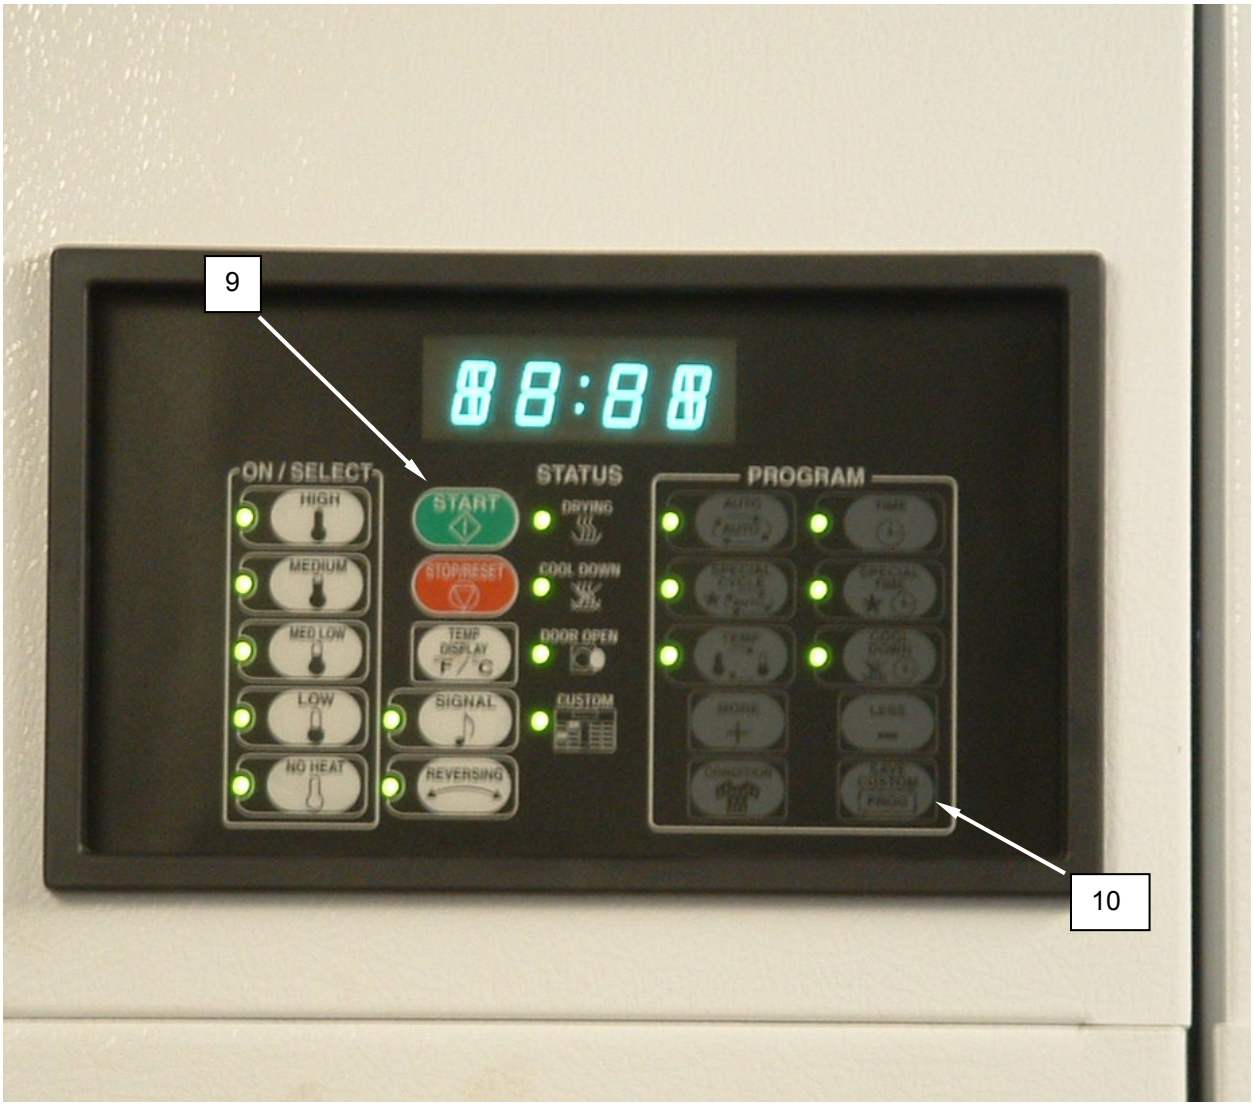

Figure 6. Test the Control Panel.
1. Run system diagnostic test on control panel by holding START **(Figure 6, Item 9)** and pressing SAVE CUSTOM **(Figure 6, Item 10)**. All LED's will then light as shown in Figure 6. Replace a control panel with inoperative LED's.
2. Hold START **(Figure 6, Item 9)** and pressing SAVE CUSTOM **(Figure 6, Item 10)** to exit the diagnostic test.